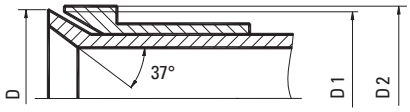

Fig.9
1. Cut tube reasonably square (within +/- 1°), deburr the I.D. and O.D. of the tube, remove the dirt. Set a nut and sleeve on the tube, the tube is flared with special equipment, diameter D should fall between diameter D1 and D2, see Fig. 9.